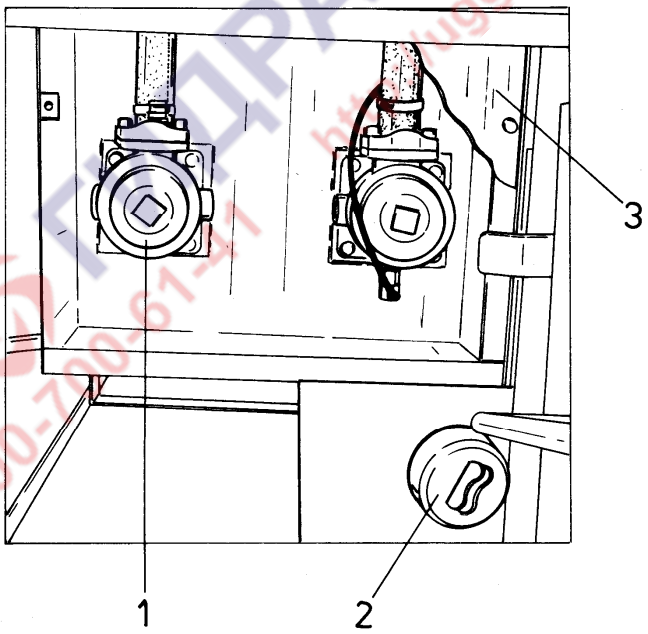
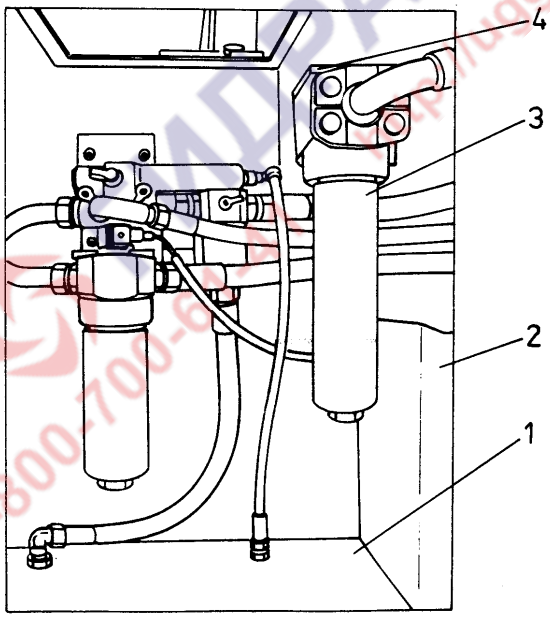

Рис. 5.56. Размещение возвратных фильтров и сапуна бака гидросистемы (вид сверху)
Рис. 5.58. Размещение напорного масляного фильтра гидросистемы поворота
4. При необходимости открутить пробку заливной горловины (2, Рис. 5.56) и долить масло до требуемого уровня, указанного в пункте 3. Марка масла должна соответствовать рекомендуемому в пункте 5.4.5., таблица 2, и в пункте 5.4.6., таблица 3.
4. Открутить крышку (3, рис. 5.56) люка доступа к возвратным фильтрам и дверцы правого бака (2, Рис. 5.58).
– открутить крышку люка фильтров (3, Рис. 5.56);
- открыть дверцы правого бака (2, рис. 5.58);
- выкрутить корпус (6) фильтра из головки (7);
- вынуть фильтрующий элемент (1) и уплотнительные кольца (2) и (3);
- очистить от загрязнении корпус (6) и головку (7) фильтра;
- заменить фильтрующий элемент (1) фильтра, а также при необходимости уплотнительные кольца (2) и (3);